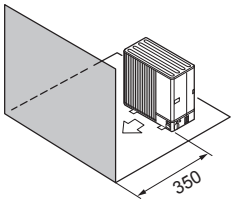

Fig. 1-10
④ Obstacles at front only (Fig. 1-10)